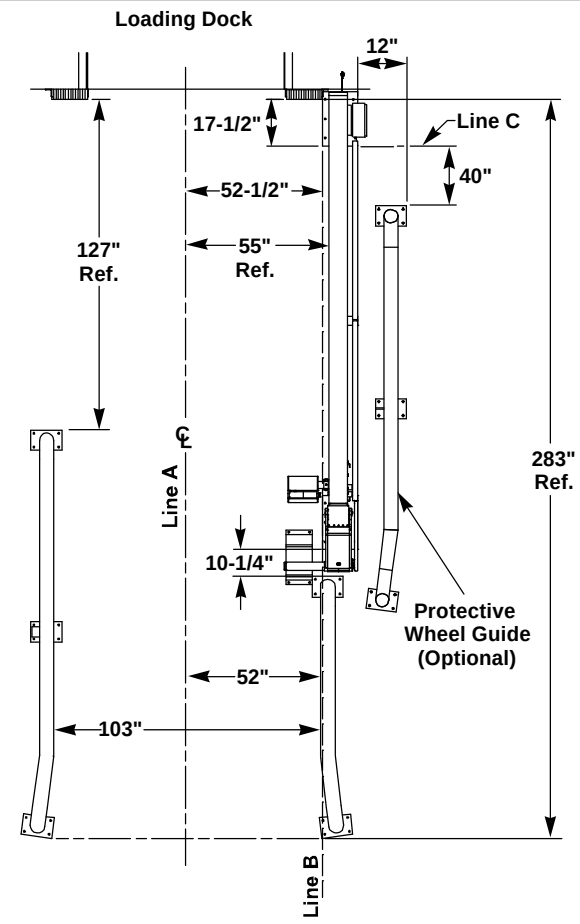

FIGURE 8 - ANCHORING TRACK
2. Position the GWL-2300 vehicle restraint along the B and C lines as shown in Figure 8. The front edge of the rear mounting plate should be aligned with Line C. The edge of the front and rear base plate should be aligned with Line B. See Figure 8.
If there is another loading dock on the right side of the GWL-2300 vehicle restraint installation and this position does not have wheel guides, it is required to install a protective wheel guide. See Figure 8.
3. Position short wheel guide (GWL-2300 vehicle restraint side) so nearest mounting plate is 10-1/4" from GWL-2300 vehicle restraint mounting plate and inside edge of guide tube is 52" from the centerline. See Figure 8.
4. Position long wheel guide so front most mounting plate is aligned with the front most mounting plate of the short wheel guide and so that the inside edge of the guide tube is 51" from the centerline. See Figure 8.